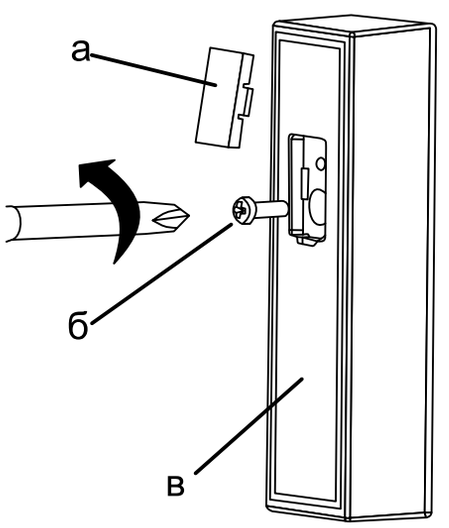
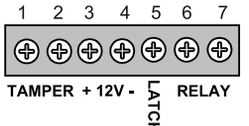

**Рис.2.**
**Рис.4**
1. Удалите декоративную крышку с лицевой панели извещателя (см. рисунок 2а). Отверткой выверните шуруп (см. рисунок 2б).
2. Снимите лицевую панель извещателя (см. рисунок 2в) с основания извещателя (см. рисунок 4а).
6. Подключите кабели к клеммной колодке (см. рисунок 4) и закройте лицевую панель.